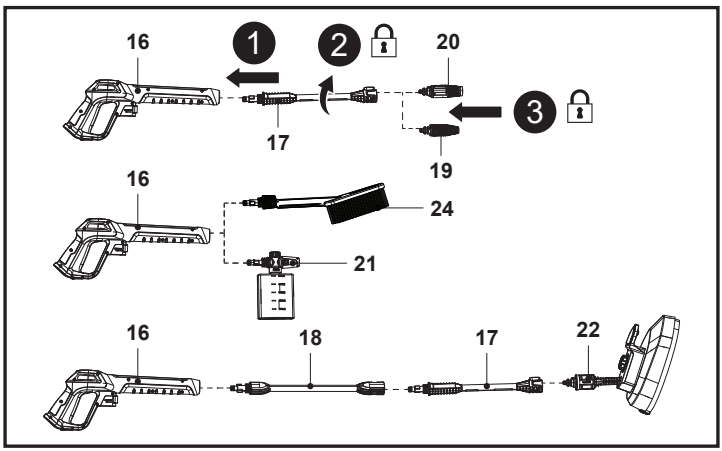

Fig. 5
1. Aligner et insérer la lance télescopique (17) dans l'extrémité du pistolet de pulvérisation (16) (Fig. 5, étape 1).
2. Enfoncer et tourner manuellement la lance télescopique (17) dans le sens horaire sur le pistolet de pulvérisation (16) jusqu'à ce qu'elle soit bien serrée pour la verrouiller (Fig. 5, étape 2).
3. Aligner les deux robinets de buse sur les fentes de la lance télescopique (17), puis insérer la buse turbo (19) ou la buse variable (20) jusqu'au bout (Fig. 5, étape 3).
4. Aligner les deux robinets de la buse pour flacon de détergent (21) ou de la brosse de nettoyage (24) sur le pistolet de pulvérisation (16), puis pousser et tourner manuellement la buse pour flacon de détergent (21) ou la brosse de nettoyage (24) dans le sens horaire sur le pistolet de pulvérisation (16) jusqu'à ce qu'elle se verrouille.
5. La brosse de nettoyage pour terrasse (22) peut être assemblée sur la lance télescopique (17), puis la combinaison peut être assemblée directement sur le pistolet de pulvérisation (16) ou via la perche télescopique (18).